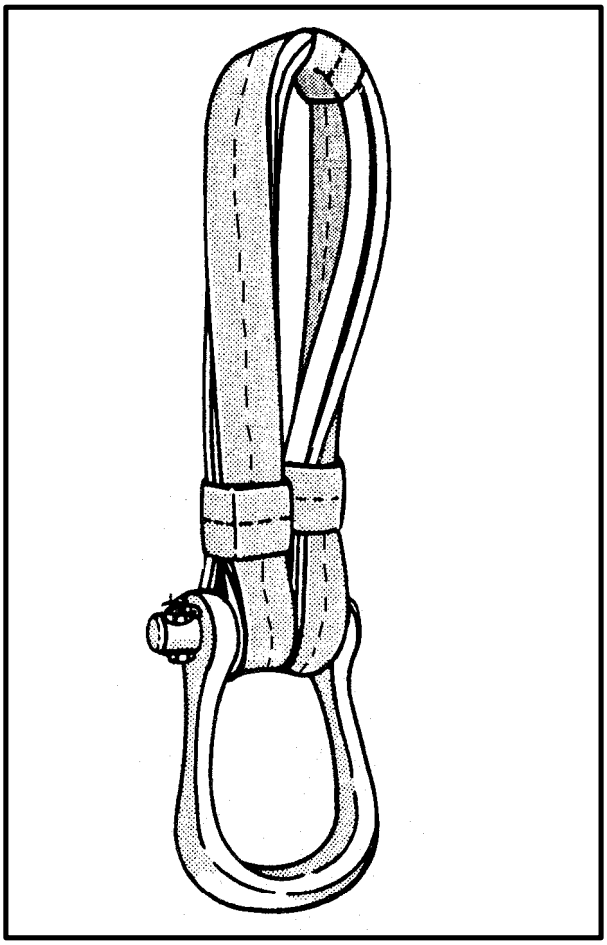

*Figure 6-3. Three-foot Sling, Basket-Hitched on Apex Fitting for UH-1*
**(3)** The apex fitting pin is placed directly onto the cargo hook, except for the UH-1. A 3-foot nylon aerial delivery sling or 10-inch nylon donut must be used between the sling and aircraft hook because of the unique shear pin design on the UH-1 hook. Use a basket hitch to place the 3-foot nylon aerial delivery sling on the apex fitting (Figure 6-3).